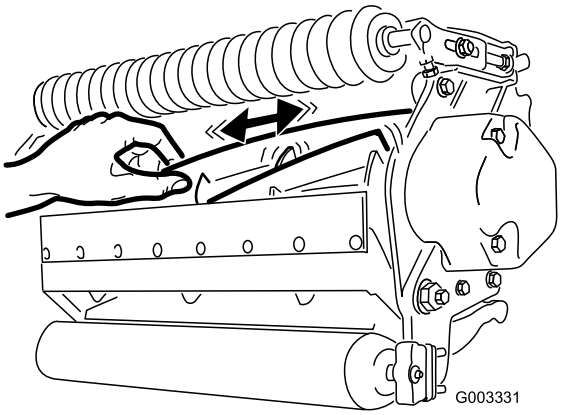

Figur 24
2. Ved at bruge en klud eller en tykt polstret handske, skal du holde på kniven og forsøge at flytte knivcylinderen fra side til side (Figur 24).